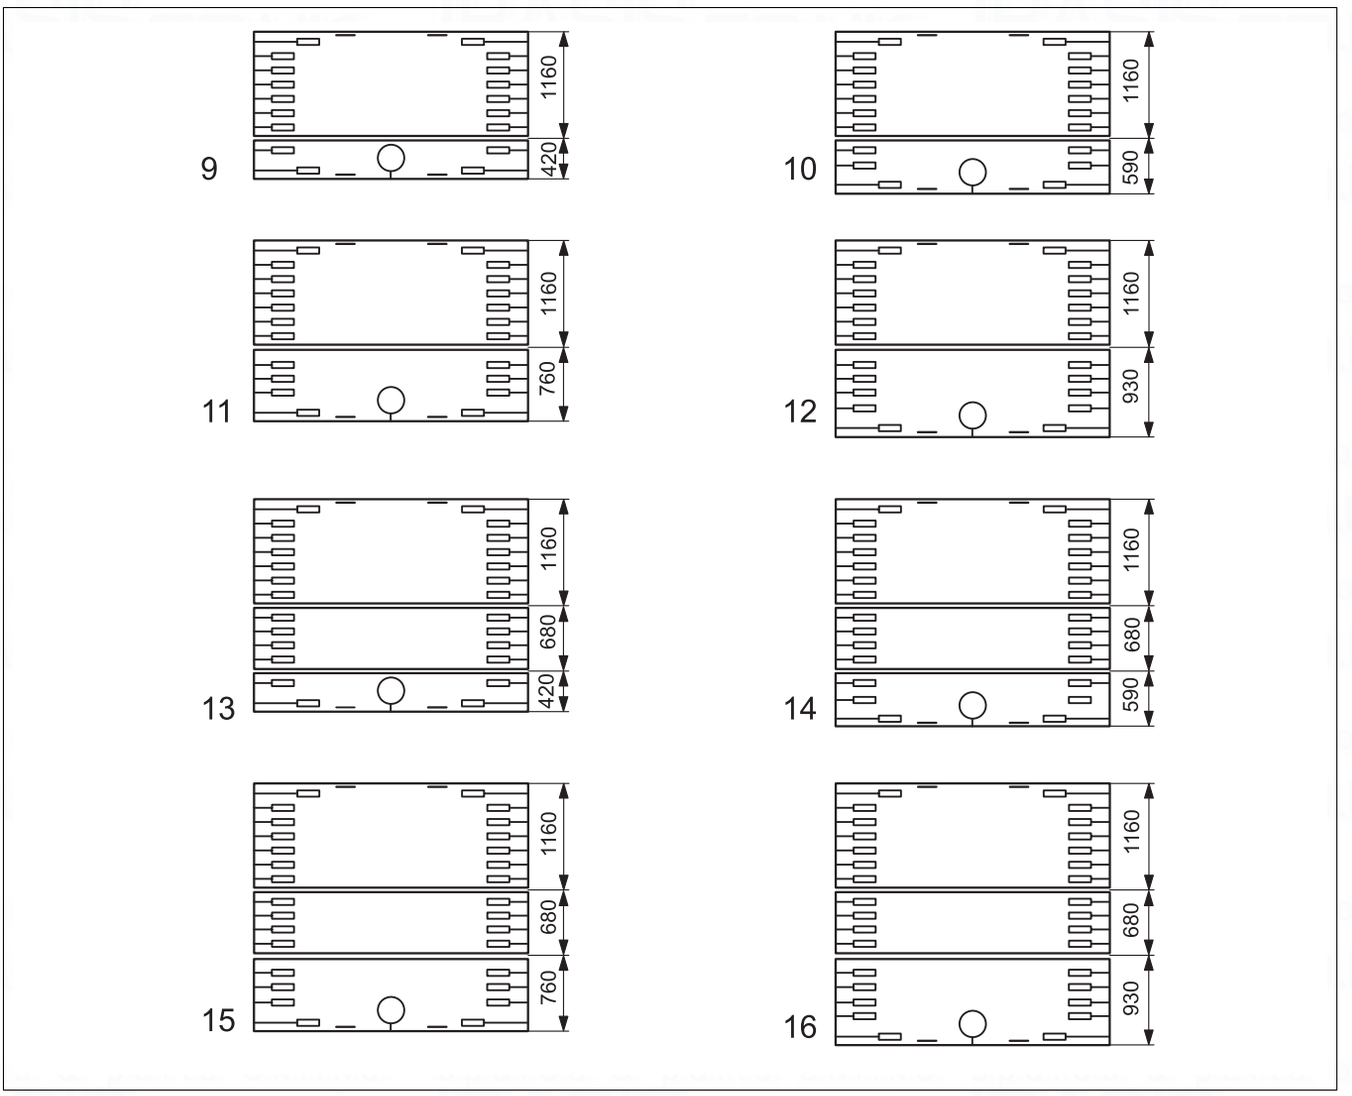

Fig. 38 Lagging for the various boiler sizes (dimensions in mm)
- Arrange the lagging on the boiler block as shown in the diagram in → Fig. 38 (the figures to the left of the boiler blocks represent the number of boiler sections).